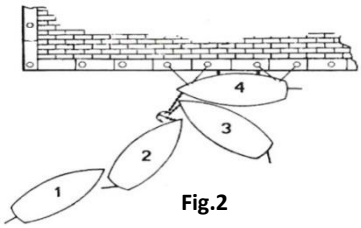

Fig.2
b) ATRACAR POR ESTRIBOR CON PROA A LA SALIDA CON O SIN ANCLA (Fig.2)